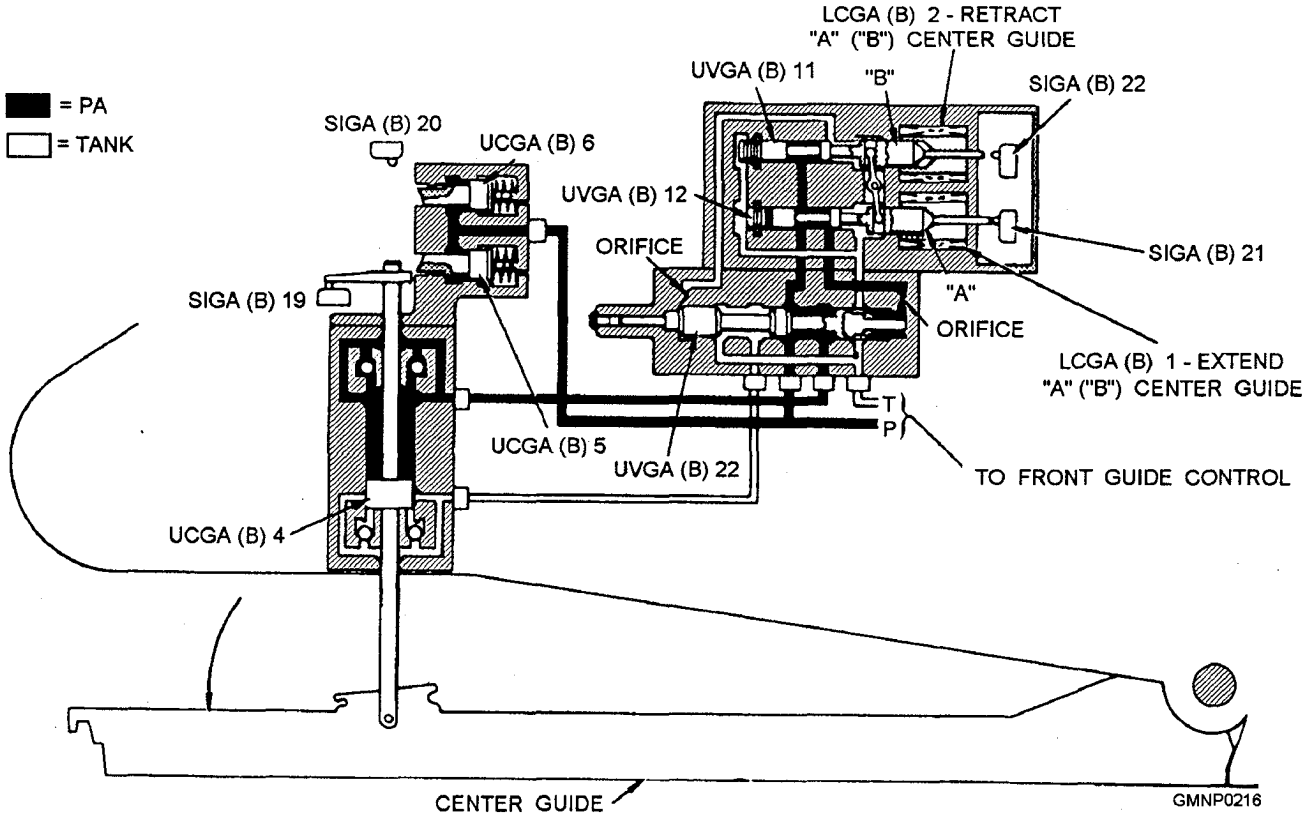
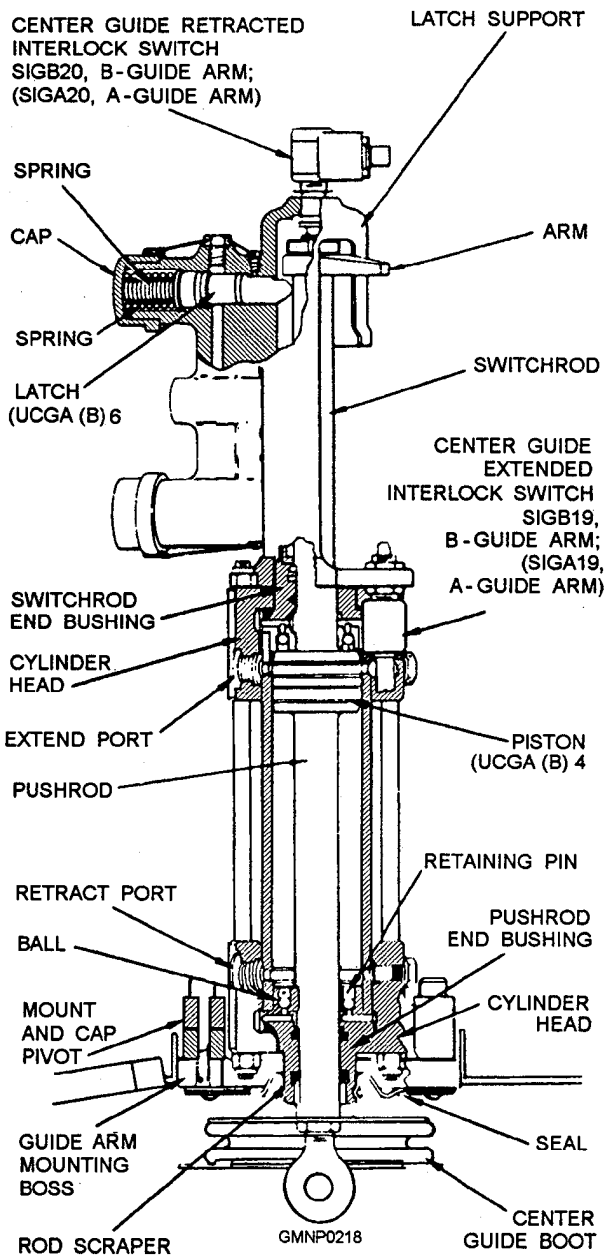

Figure 4-24.—Center guide extend; hydraulic schematic.
Figure 4-26.—Center guide hydraulic cylinder.
We will first discuss the hydraulic components associated with the center guide. We will then extend the unit from its normally stowed position. As we describe these hydraulic-mechanical operations, you may find it helpful to compare the two hydraulic schematics in figure 4-24
The solenoid assembly (shown in figures 4-24 and 4-25) is identified as LCGA(B)l and LCGA(B)2. It is a detente type of unit that is mounted to directional valve UVGA(B)22. Hydraulic fluid from the solenoid assembly controls the position of the directional valve.
The center guide cylinder (fig. 4-26) contains a movable piston UCGA(B)4 and four ball type of check valves. These check valves function to restrict fluid flow and slow down or cushion part of the stroke of the piston. The lower pushrod of the piston connects to the center guide casting and moves it. The upper switchrod (and arm) of the piston actuates the extended and retracted interlock switches SIGA(B)20 and SIGA(B) 19, respectively. The two spring-loaded latches UCGA(B)5 and 6 (refer to figs. 4-24 and 4-25) extend outward to engage the arm on the switchrod. The upper latch slides under the arm to lock the center guide in its retracted position. The lower latch slides over the arm to lock the center guide in its extended position.
The hydraulic-mechanical actions that extend the A-side center guide begin when solenoid LCGA(B)l energizes (fig. 4-24). The detente mechanism is released and UVGA(B)12 shifts to the right. This pivots the rocker arm which shifts UVGA(B)11 to the left. The detente mechanism reengages. At this point, the interlock control circuit has done its job and, in effect, is no longer needed. The remaining actions are all strictly hydraulic and mechanical.